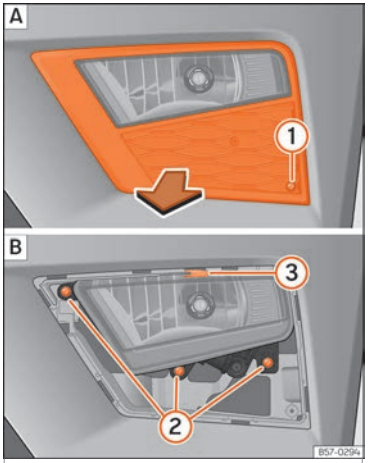
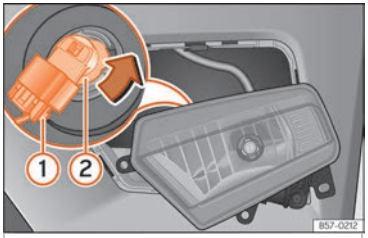

Fig. 57 Front fog light: remove the grille.
Fig. 58 Front fog light: remove the bulb holder
– Remove the screw ››› **Fig. 57** (1) [A] from the fog light grille using a screwdriver and extract the grille.
– Remove the 3 screws ››› **Fig. 57** (2) [B].
– Remove the metal clip situated on the upper part of the fog light by pulling away from the vehicle (3) [B] and extract the fog light.
– Remove connector ››› **Fig. 58** (1) from the bulb.
– Turn the bulb holder ››› **Fig. 58** (2) anticlockwise and pull.